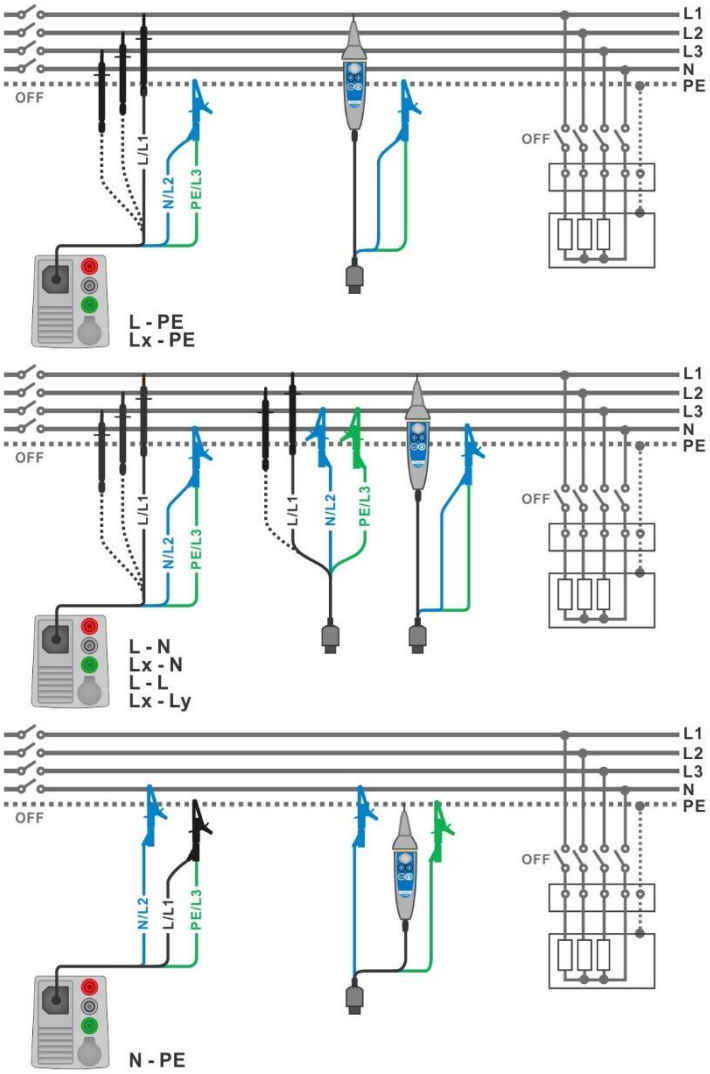
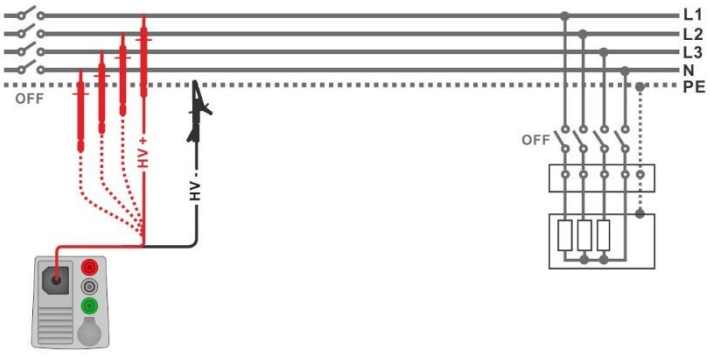

Figure 7.7: Connections of 3-wire test lead and Tip commander ($U_N \leq 1$ kV)
Figure 7.8: Connection of 2.5 kV test lead (U_N =2.5 kV)
- Connect test leads to object under test (see ***Figure 7.7*** and ***Figure 7.8***).